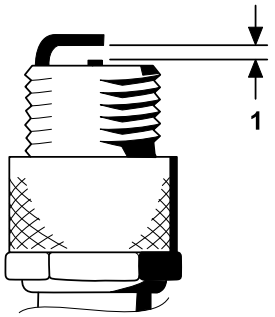

Figur 35
4. Se till att luftgapet mellan mitt- och sidoelektroderna är 0,76 mm. Se Figur 35.